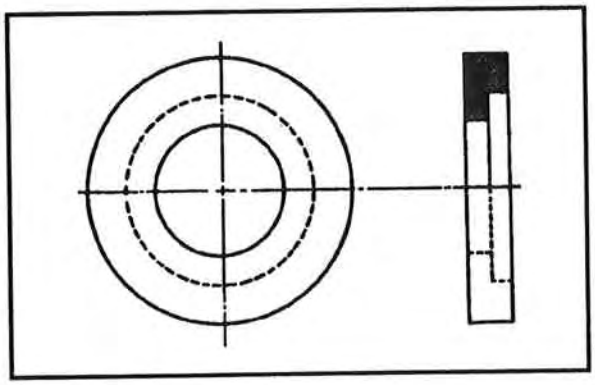

Figure 4-22. Sectional view (half section)
- Half section—represents the object cut only halfway across; shows remaining portion as a regular view; used especially to represent a symmetrical object in which both halves of a full section are identical (Figure 4-22).